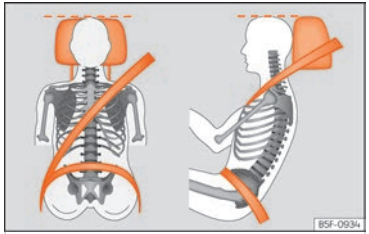

Fig. 16 Banda del cinturó i reposacaps ajustats correctament.
- Ajusteu el reposacaps de manera que la vora superior quedi, en la mesura que sigui possible, a l'altura de la part superior del cap, i mai per sota dels ulls. Mantingueu el clatell al més a prop possible del reposacaps ››› fig. 16.
- Ajusteu longitudinalment el seient de manera que pugueu trepitjar a fons els pedals amb els genolls lleugerament flexionats i que quedi una distància entre la zona dels genolls i el tauler d'instruments d'almenys 10 cm (4 polzades) ››› fig. 16.